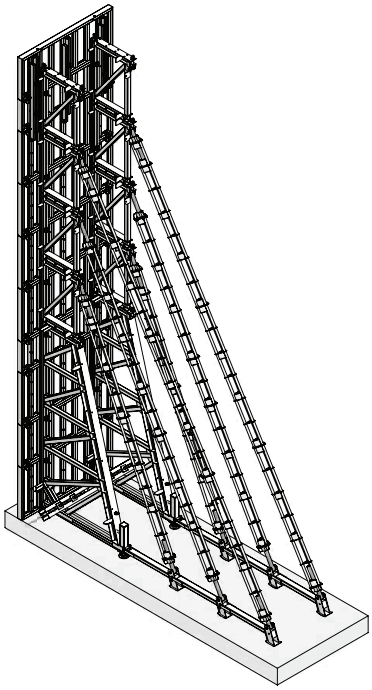

Abb. 5.4 Bis 11,00 m Schalungshöhe:
- 11,00 m – 4 Aufsätze, Ausleger, Triplex SB-Stützen (Abb. 5.4)